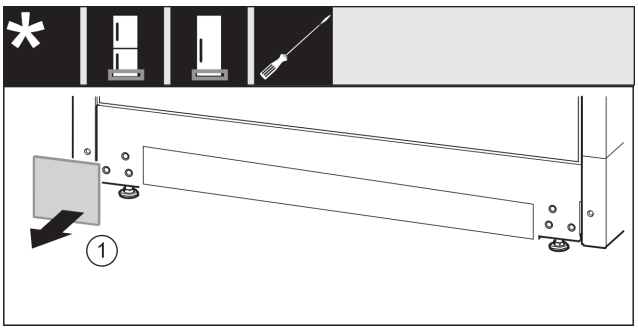

Fig. 20
- ▶ Abdeckung *Fig. 20 (1)* abnehmen.